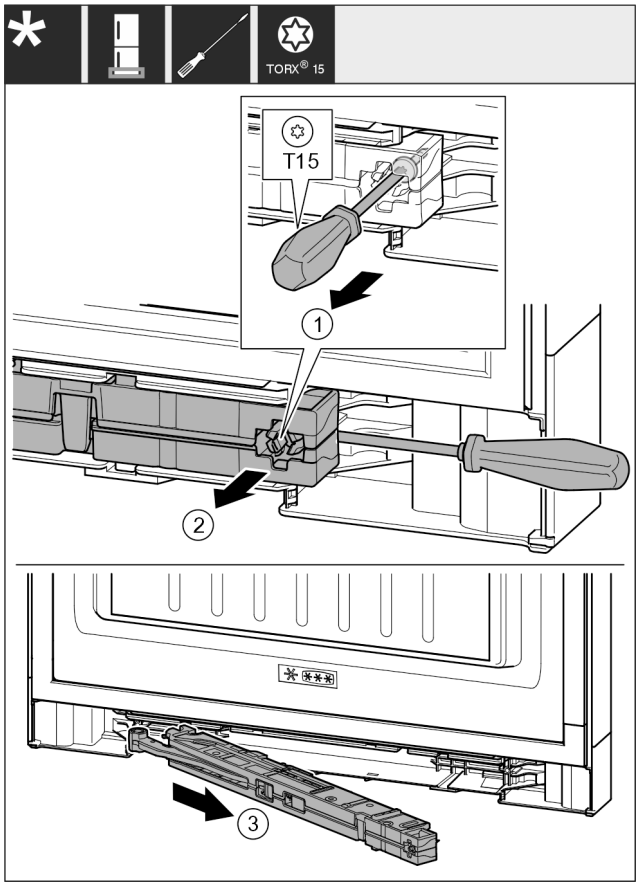

Fig. 21
- ▶ Desfaceți șurubul *Fig. 21 (1)* aprox. 14 mm de la unitatea amortizorului de închidere cu șurubelnița.
- ▶ Desprindeți cu o pârghie unitatea amortizorului de închidere *Fig. 21 (2)* de pe partea mânerului cu șurubelnița spre înainte.
- ▶ Extrageți unitatea amortizorului de închidere *Fig. 21 (3)*.